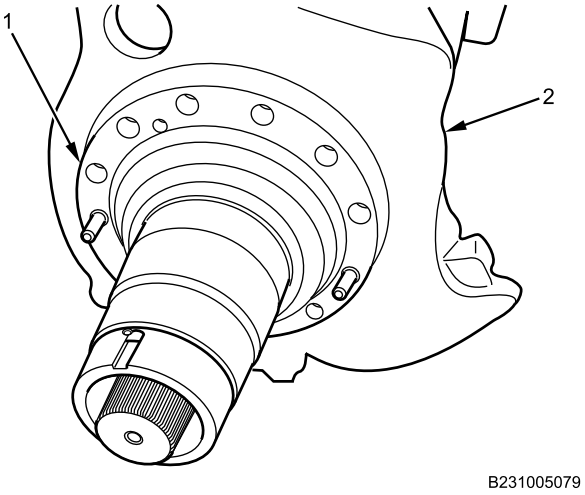

Figure 8. Spindle Assembly Installation.
1. Install spindle (Figure 8, Item 1) on knuckle (Figure 8, Item 2) with keyway slot toward top.